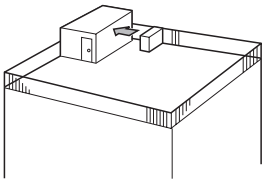

Fig. 2-4
① Posizionare la bocca di uscita dell'aria verso la parete più vicina, mantenendola a circa 500 mm di distanza dalla parete. (Fig. 2-4)